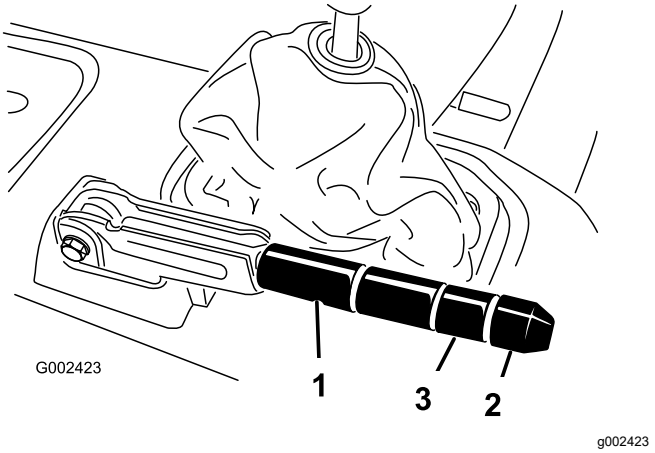

Figur 64
2. Løsne setteskruen som festen knotten til parkeringsbremsespaken (Figur 64).